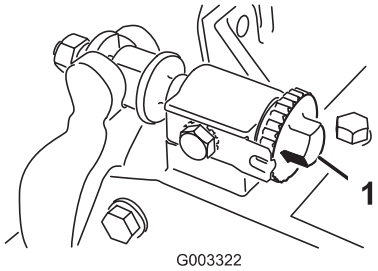

Figure 18
1. Loosen reel to bedknife contact by turning the bedknife adjusting knobs (Fig. 18) counter–clockwise until no contact exists.